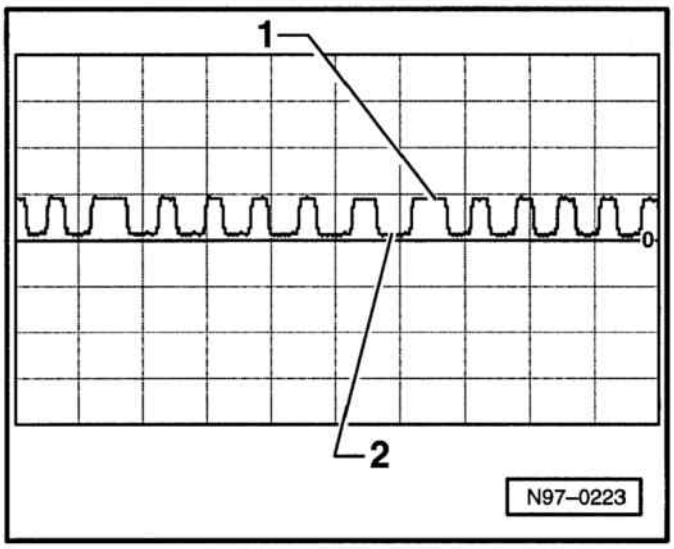

Fig. 6
- If current consumers are switched on the switch on time can increase to 100%, see **fig. 6**